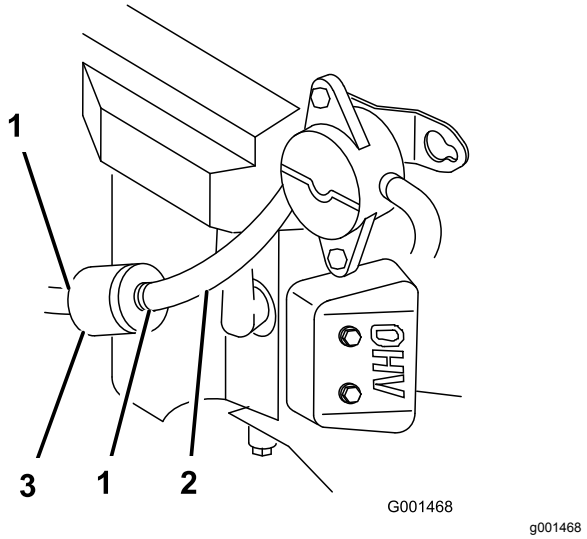

Figuur 31
4. Druk de uiteinden van de slangklemmen naar elkaar toe en schuif ze weg van het filter (Figuur 31).